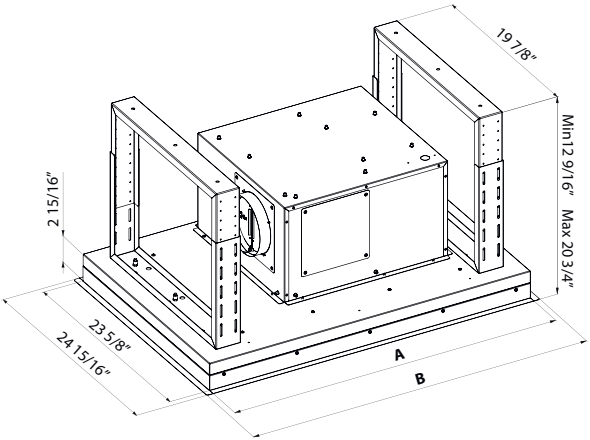

FIG.1
2. Fije los soportes telescópicos **A** y **B** a la viga con los tornillos **D**. Ajuste los soportes a las dimensiones indicadas en (**Fig.1**).